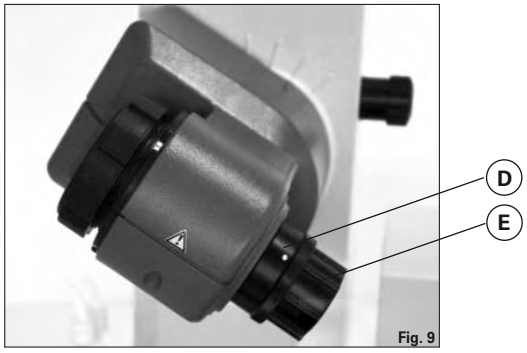

Fig. 9
☞ Ouvrez le dispositif d'arrêt de la tête d'entraînement en tournant à 60° dans le sens inverse des aiguilles d'une montre (D), (Fig. 9).
☞ L'écrou en plastique (E) sert d'aide au déblocage des joints rodés de ballon coincés (fig. 9).